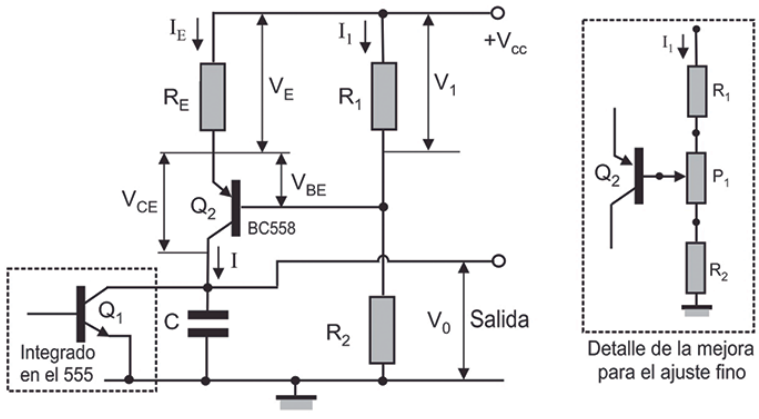
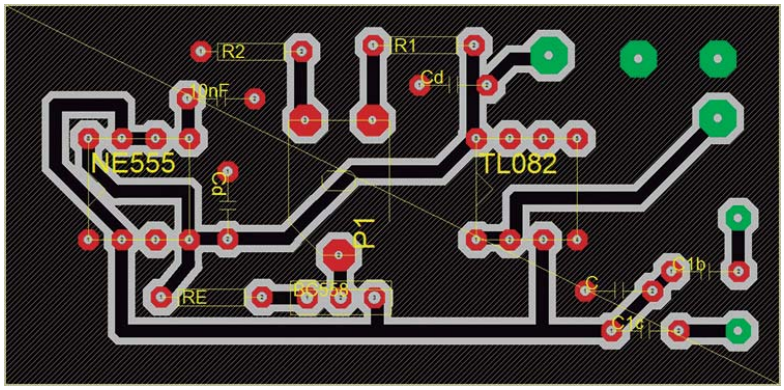
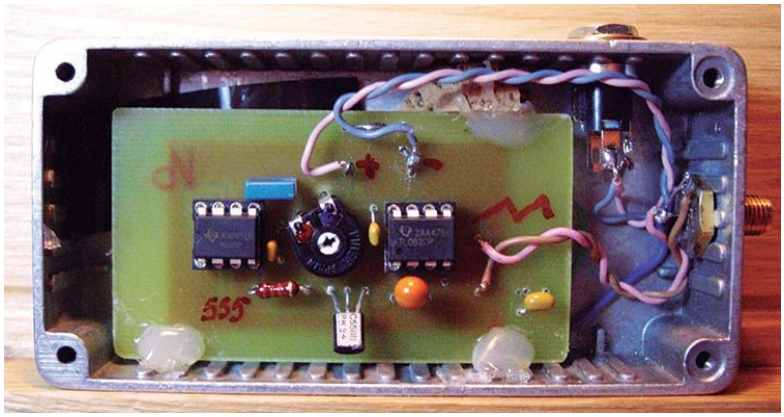

Figura 3. Esquema del generador de corriente constante.
Figura 5. La placa mejorada en "top view".
Figura 6. La placa prototipo provisional ensamblada.
El circuito de la Figura 3 representa el esquema del generador de corriente constante donde el divisor de tensión formado por las resistencias $R_1$ y $R_2$ fija la tensión de polarización de base del transistor $Q_2$ que será PNP. La tensión sobre RE se mantiene constante y vale $V_1 - V_{BE}$, en estas condiciones la corriente de emisor se puede escribir como:
La tensión sobre $R_1$, Figura 3, vale $V_1=V_E+V_{BE2}$ = [3+0,7] V=3,7 V. Ahora será necesario adoptar un valor para la corriente por el divisor $R_1$, $R_2$ que llamaremos $I_1$; en general se consigue una buena estabilidad "clavando" el punto de polarización de base de manera que no se vea afectado de forma apreciable por las variaciones de la corriente de base del transistor. Un valor de $I_1 \approx 10I_B$ sería suficiente; en el caso del transistor adoptado, el BC558, cuya $h_{FE}$ >100 con una corriente de colector de I=0,5 mA, la corriente de base puede estimarse en $I_B \approx$ 5 uA. Con este factor 10 la resistencia del divisor resulta algo elevada; un factor del orden de 20, además de brindar mayor fiabilidad aún, llevará a valores óhmicos más razonables del divisor. Ensayemos una corriente $I_1 = 20I_B \approx$ 0,1 mA, posteriormente al utilizar valores comerciales efectuaremos los ajustes pertinentes, así la resistencia $R_1$ valdrá (7):
En el circuito final se ha intercalado un potenciómetro de ajuste mini entre las resistencias $R_1$ y $R_2$ del divisor como se muestra en "detalle de la mejora para el ajuste fino" de la Figura 3, habiéndose adoptado valores comerciales para ambas resistencias, quedando los siguientes valores definitivos $R_1 = 39$ kΩ, $R_2 = 120$ kΩ, el potenciómetro vale $P_1 = 10$ kΩ. Al utilizar resistencias comerciales, en este caso particular el valor ohmico total del divisor resultó algo mayor así la corriente por el divisor será $I_d = 87{,}5$ uA, cosa que no produce ningún efecto adverso puesto que la tensión del punto de polarización de base sigue clavada, en cambio el potenciómetro permite ajustar la duración de la rampa con total precisión; además el generoso factor de seguridad adoptado nos mantiene a cubierto aún si fuera $I_1 \approx 50$ uA, como se ha visto más arriba y que aquí no bajamos tanto.
En la Figura 5, en "top view", se puede apreciar el diseño de la placa definitiva con la identificación de los componentes, un obsequio para el lector que el autor no ha llegado a utilizar. Se observa el agregado del "potenciómetro de ajuste mini" $P_1$ cuyo cursor ataca directamente la base del transistor.
La placa prototipo ensamblada utilizada en las mediciones fue modificada sobre la marcha y la exhibo en la Figura 6; sirvió de inspiración para el rediseño de la placa definitiva de la Figura 5; el "potenciómetro de ajuste mini" está instalado (de acuerdo con la mejora detallada en la Figura 3) en una ubicación algo forzada usurpando el espacio del divisor de
tensión original, hecho que me obligó a colocar, en este prototipo, las resistencias $R_1$ y $R_2$ asociadas al divisor en la parte posterior de esta placa de prueba, una ausencia notoria en la imagen. Todos estos detalles fueron tenidos en cuenta en el diseño de la placa definitiva de la Figura 5.
También es de notar en la Figura 5 que he dejado espacio para dos condensadores opcionales $C_{1b}$ y $C_{1c}$, podrían ser más, y que pueden conectarse a un conmutador que los conmute a tierra para que operen en paralelo con C, uno a uno, e incrementar así la capacidad total "C" a pasos, esto en caso de requerir un diente de sierra de mayor duración. En mi diseño, con fines de ampliación, utilicé un "interruptor DIP" marca Sabre de 6 vías que instalé en el panel frontal, como se puede apreciar a la derecha del piloto LED en la Figura 7.
En la Figura 8 se encuentra el printout de la placa mejorada definitiva de la Figura 5 para quien desee efectuar el montaje del circuito.